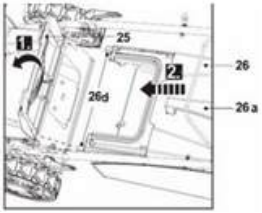

Abb. 5
3. Öffnen Sie die hintere Auswurfabdeckung (25) und halten Sie sie in dieser Position (Abb. 5, Schritt 1).
5. Richten Sie die Haken (26d) an den Öffnungen aus und hängen Sie den Grasfangkorb ein (Abb. 5, Schritt 2).
6. Senken Sie die hintere Auswurfabdeckung (25) vorsichtig ab.